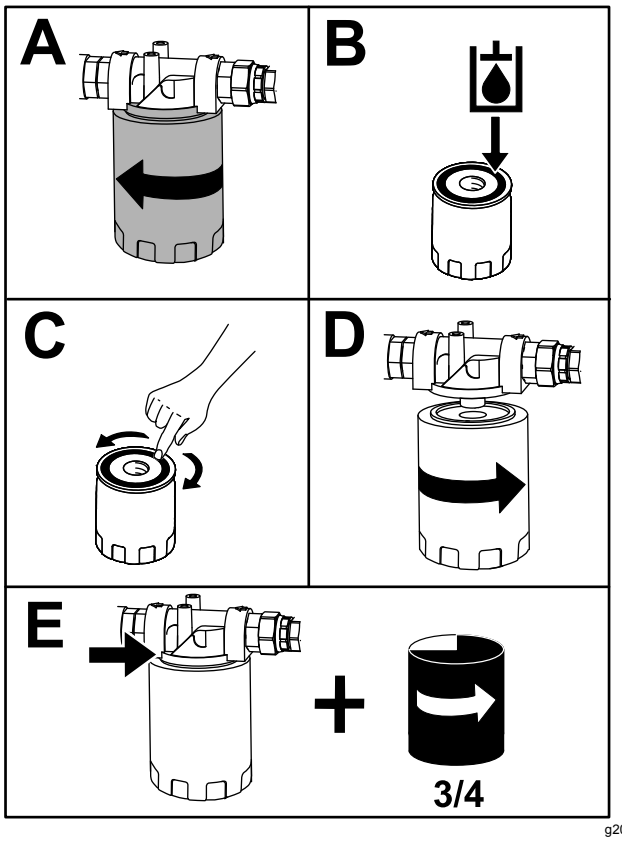

Figure 35
2. Placez un bac de vidange sous le filtre et remplacez le filtre (Figure 35).